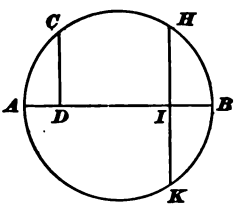

FIG. 47.
If AB, Fig. 47, is the given diameter and C any point on the circumference, then $AD : CD = CD : DB$, CD being a mean proportional between AD and DB.
EXAMPLE.—In Fig. 47, the diameter of the circle AB is $36\frac{1}{8}$ feet and the distance BI is 8 feet; what is the length of the line HK?
2. Suppose that in Fig. 47, the diameter $A\,B = 15$ feet and the distance $B\,I = 3$ feet. What is the length of the line $H\,K$? Ans. 12 ft.